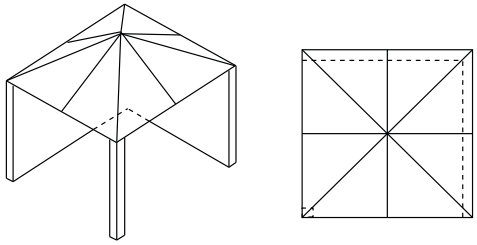

Fig. 01e - Partial enclosure with overhead cover and no more than two walls.
- Within a partial enclosure that includes an overhead cover and no more than two walls. See Figs. 01e & 01f.